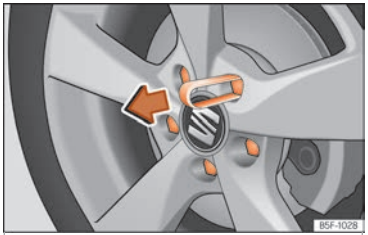

Fig. 68 Clip for removing the wheel bolt caps
- Fit the plastic clip (vehicle tools) over the cap until it clicks into place ››› Fig. 68.